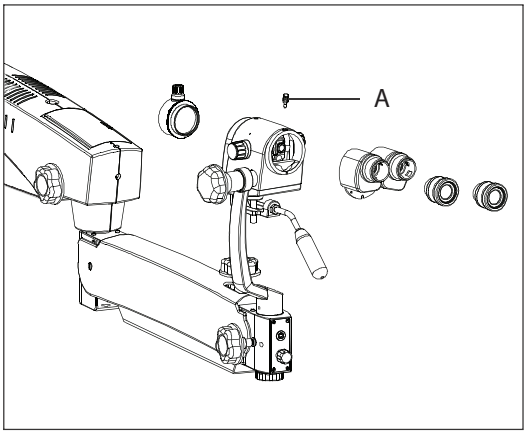

Fig. 6
7.6 Installez la tête binoculaire et les oculaires sur le changeur de grossissement. Fixez la tête binoculaire avec la vis de verrouillage de la tête, comme indiqué en (A) sur la figure 6.